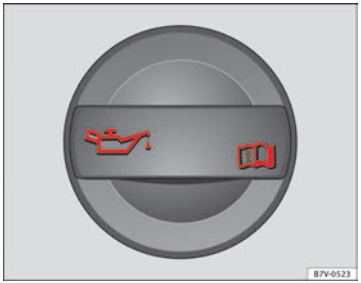

Fig. 115 Dans le compartiment moteur : bouchon de la goulotte de remplissage de l'huile moteur.
- La goulotte de remplissage de l'huile moteur est identifiable grâce au symbole indiqué sur le bouchon ⇒ fig. 115 et la poignée de la jauge est peinte en couleur.
- Dévissez le bouchon de la goulotte de remplissage de l'huile moteur, situé sur la culasse ⇒ fig. 115. Si vous n'êtes pas certain de l'emplacement du bouchon, demandez de l'aide à du personnel qualifié.